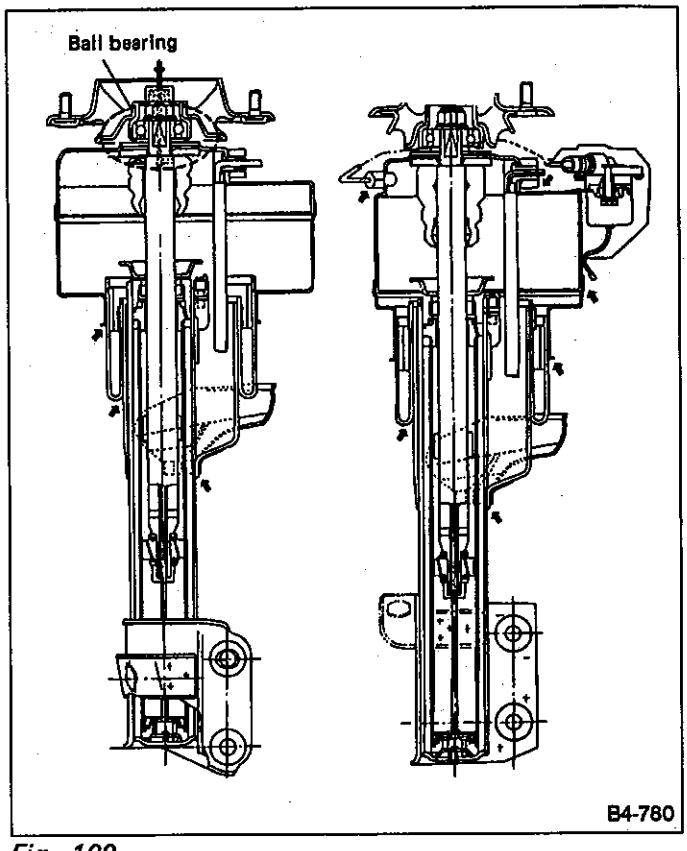

Fig. 109
2) Apply SUBARU CRC5-56 (004301003) to areas (shown by arrows in Figure 109) to check for air leaks.